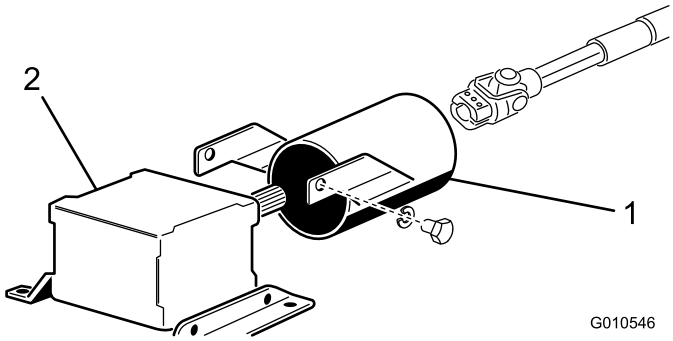

Figur 7
1. Ta bort de två huvudskruvar och låsbrickor som fäster kraftuttagsskyddets monteringsfästen på växellådan (Figur 7).
2. Skjut på kraftuttagsaxelns skydd på kraftuttagsaxeln. Placera skyddet i enlighet med Figur 7.